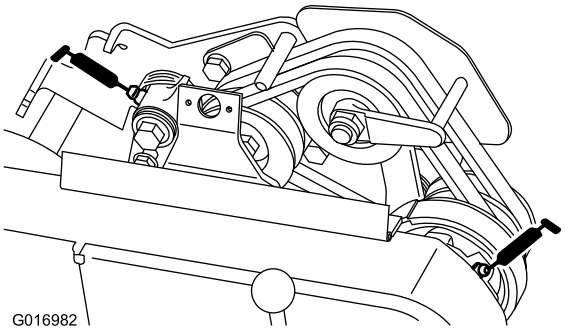

**Figur 24**
- to på mellomremsskivene (Figur 24).